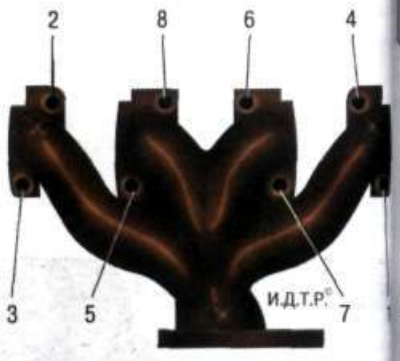

Рис. 5.6. Последовательность отворачивания гаек крепления выпускного коллектора
2. Отверните восемь гаек крепления выпускного коллектора в последовательности, показанной на рис. 5.6.
7. Гайки крепления выпускного коллектора затягивайте в последовательности, обратной показанной на рис. 5.6, моментом, приведенным в приложении 1.